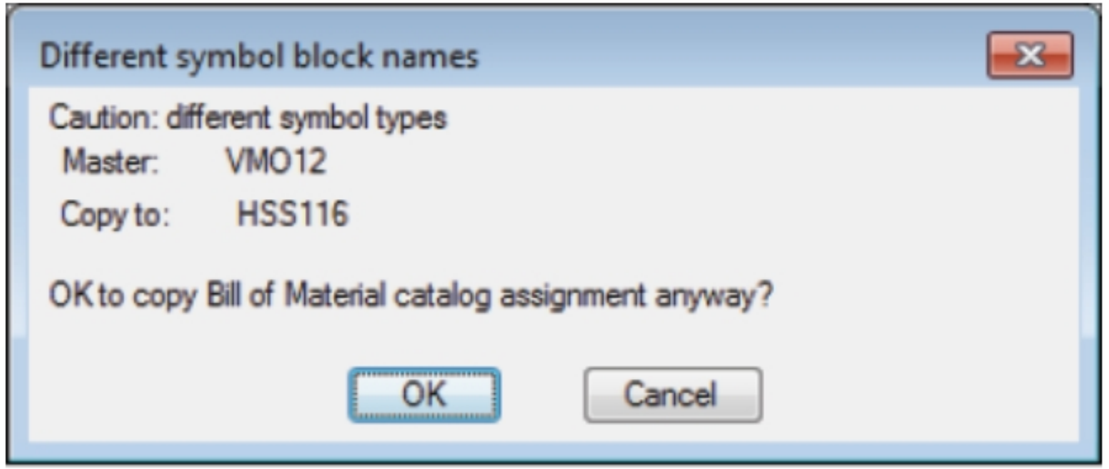

Figure-16. Different symbol block names dialog box
- Few of my friends might also get the **Different symbol block names** dialog box; refer to Figure-16. This dialog box comes if